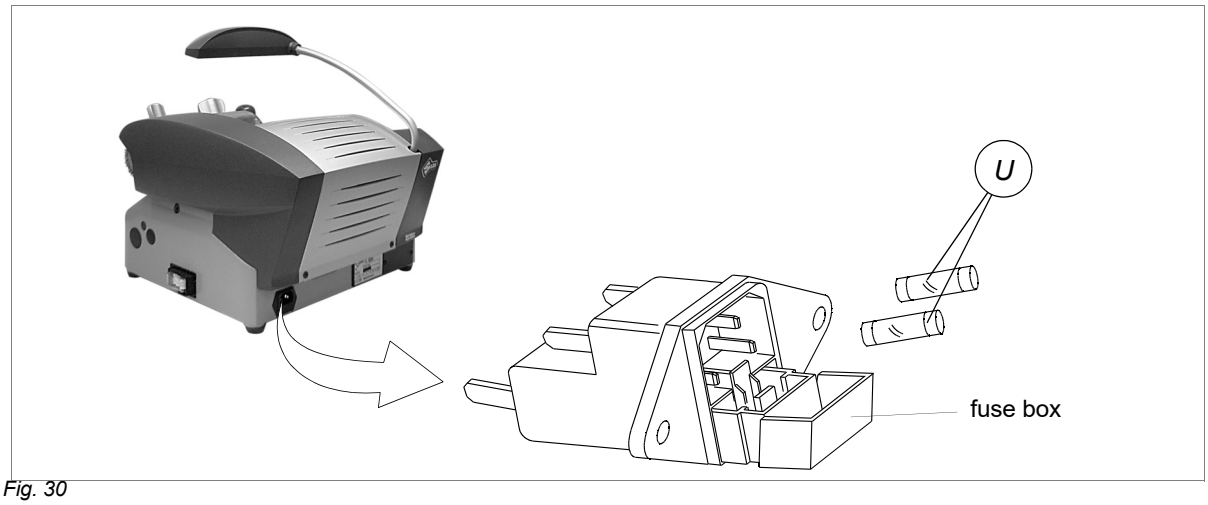

Fig. 30
3) Remove the fuses box placed below the key-cutting machine socket (fig.30).
4) Replace the fuses (U).